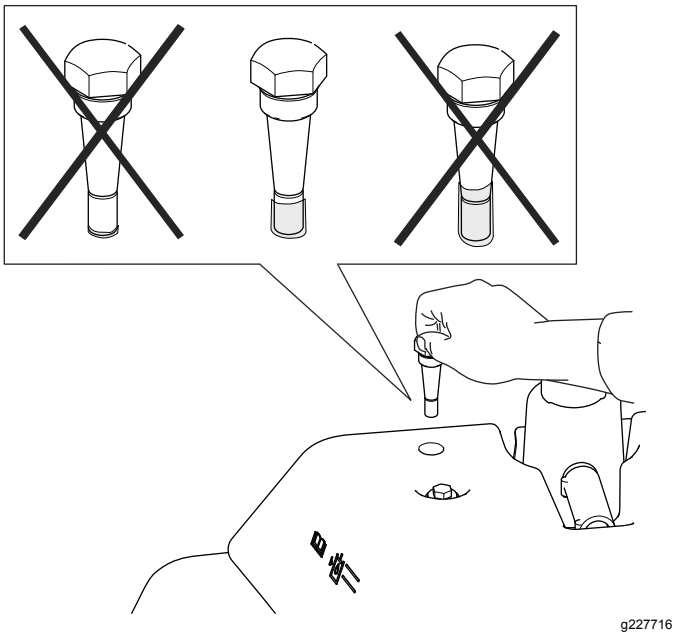

Figuur 55
4. Verwijder de peilstok en controleer het vloeistofpeil. Als het zich tussen de markeringen op het kijkglas bevindt, is er voldoende vloeistof. Als het vloeistofpeil niet tussen de markeringen ligt, moet u het vloeistofpeil dienovereenkomstig aanpassen (Figuur 55).